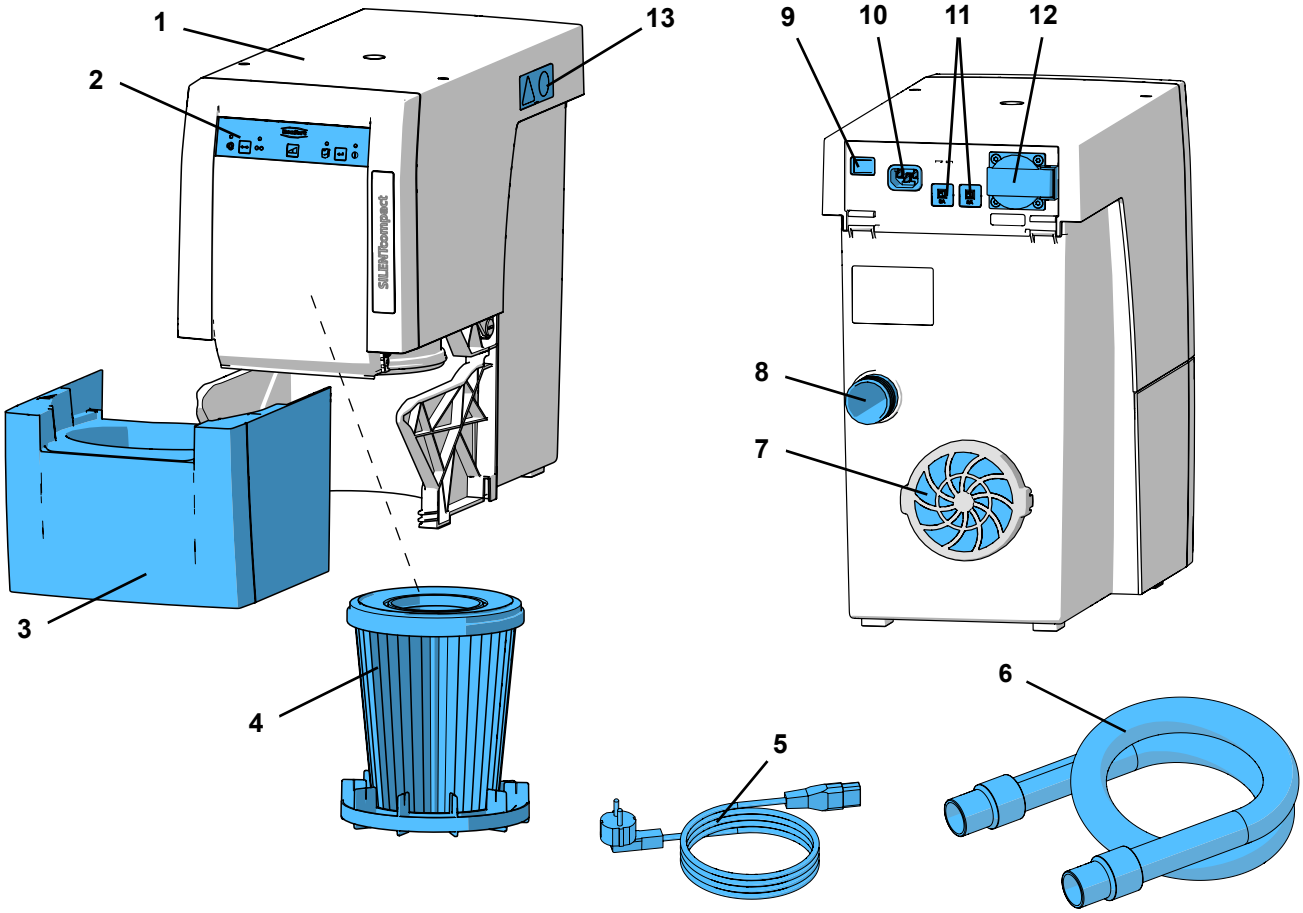

Fig. 1
- вытяжное отверстие (7, рис. 1) оставалось свободным.
⇒ Вставьте сетевой кабель (5, рис. 1) в гнездо подключения к сети (10).
⇒ Натяните всасывающий шланг (6, рис. 1) на всасывающий патрубок (8).